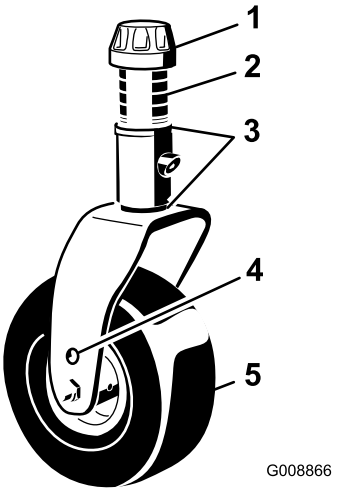
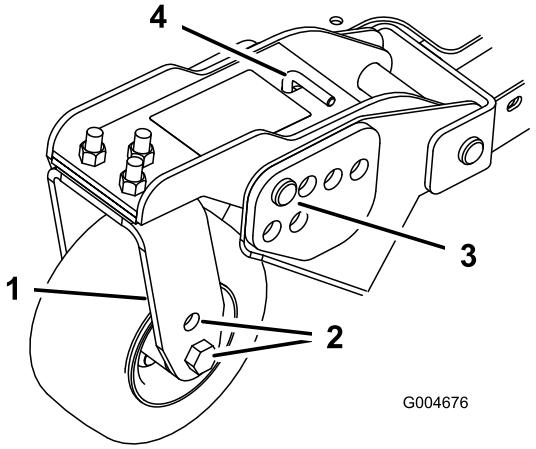
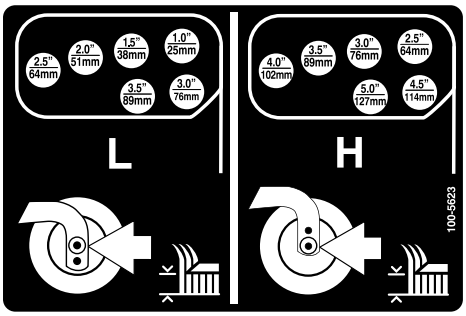

Figuur 21
Figuur 23
Figuur 24
1. Plaats de assen van de zwenkwielen in dezelfde openingen in alle zwenkwielvorken(Figuur 21 en Figuur 23). Raadpleeg onderstaande tabel om vast te stellen wat de correcte opening voor de instelling van de maaihoogte is.
2. Verwijder de klemkapjes van de spilas (Figuur 21) en schuif de as uit de zwenkwielarm. Plaats de twee opvulstukken (3 mm) op de spilas zoals zij oorspronkelijk zijn geplaatst. Deze opvulstukken zijn nodig om ervoor te zorgen dat de maaidekken over de gehele breedte horizontaal staan. Schuif het benodigde aantal afstandsstukken van 13 mm op de spilas om de gewenste maaihoogte te bereiken; schuif daarna de klemring op de as.
4. Verwijder de R-pennen en de gaffelpennen uit de zwenkwieldraaiarmen (Figuur 23).
5. Draai de spanstang om de draaiarm hoger of lager te zetten totdat de openingen zich recht voor de gewenste openingen in de maaihoogtebeugel van het maaidekframe bevinden (Figuur 23 en Figuur 24).